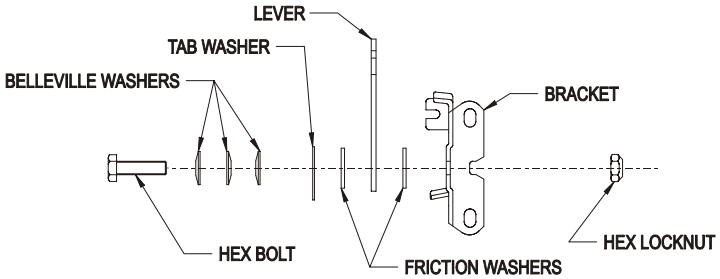

FIGURE 15
b) Tension in throttle lever can be adjusted by adjusting the tightness of the lever pivot bolt, which is located under the console (See Figure 15).